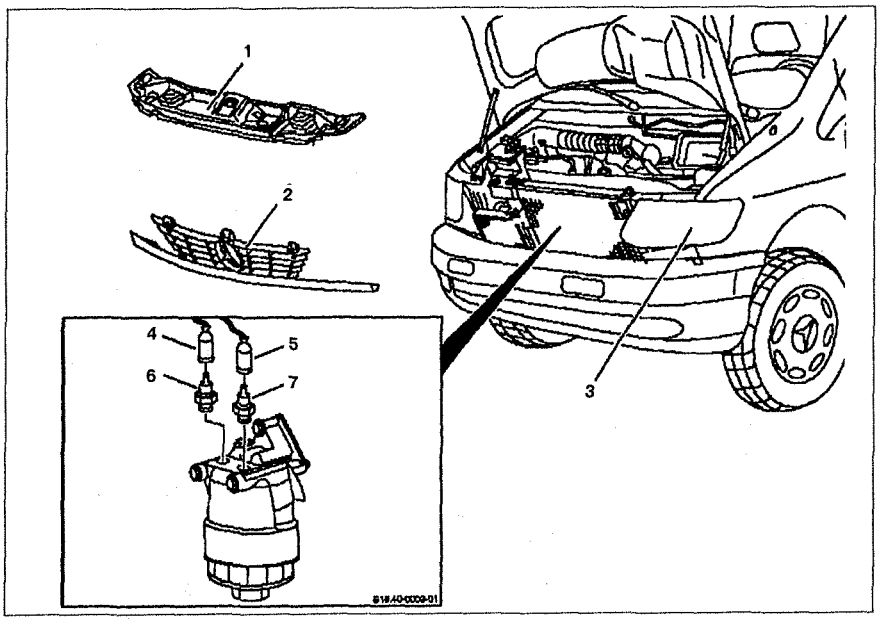

Рис. 3.23. Канавочный шкив коленчатого вала:
1. Снимите ремень привода генератора **1** (см.рис.3.23).